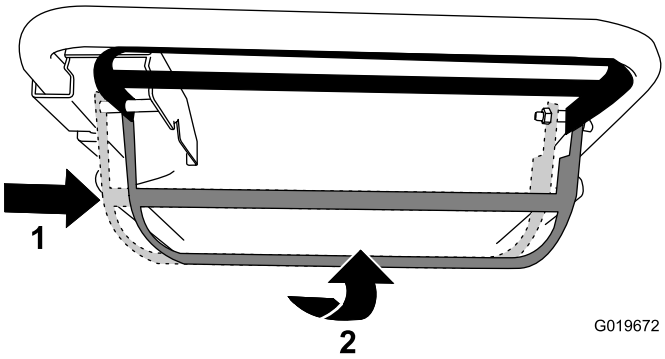

Figur 16
- **Såhär gör du för att använda självdrivningsstången och koppla in kniven:** Flytta knivstyrstången hela vägen till höger och dra den uppåt mot handtaget (Figur 16).